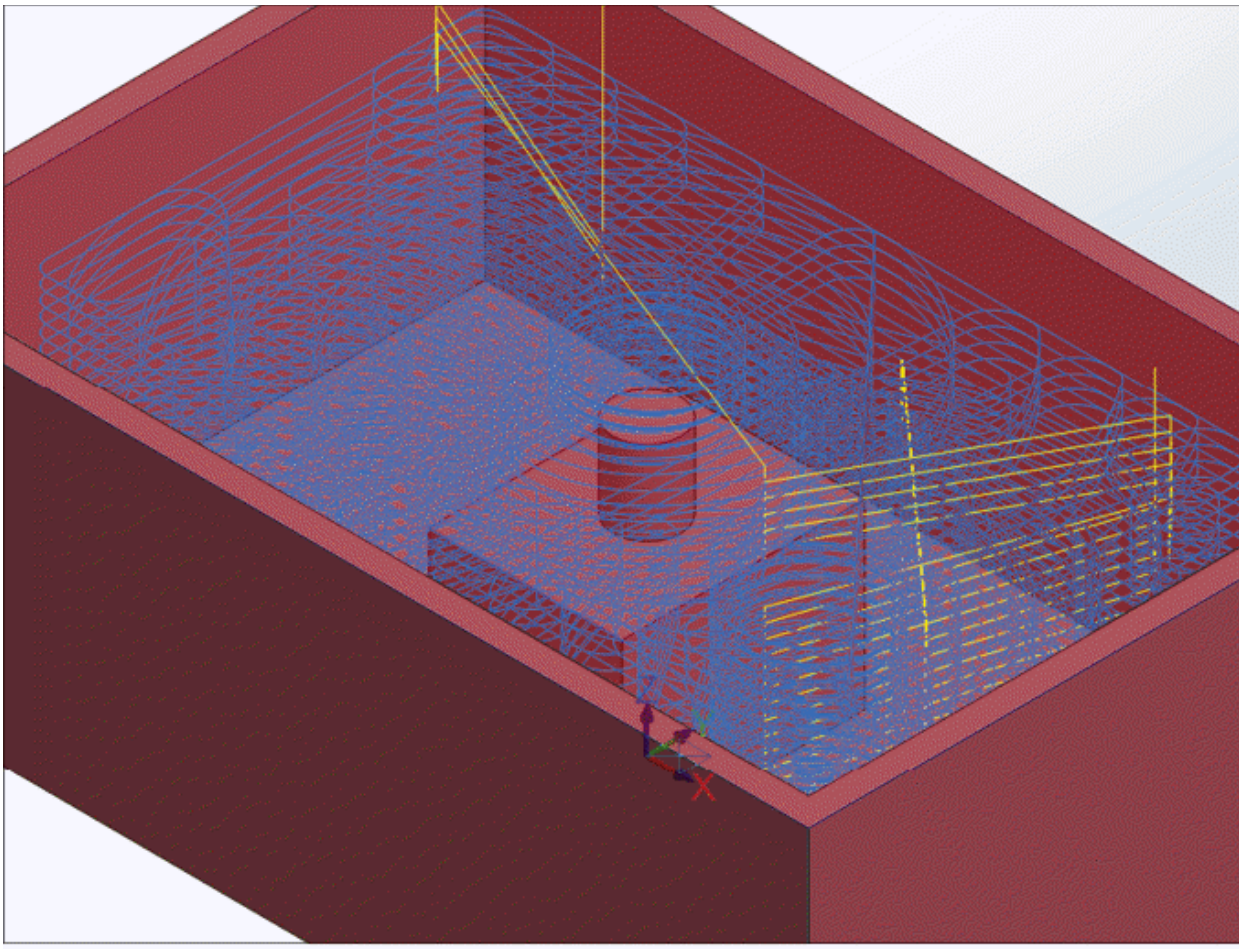

Figure-8. Dynamic optirough toolpath
- Specify the other parameters as required and click on the **OK** button. The toolpath will be created; refer to Figure-8.